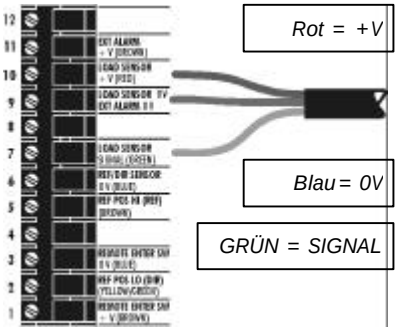

Bild 7
8. Verbinden Sie die Leitungen übereinstimmend mit den Bezeichnungen auf der Verbindungsbox, wie in Bild 7 gezeigt :